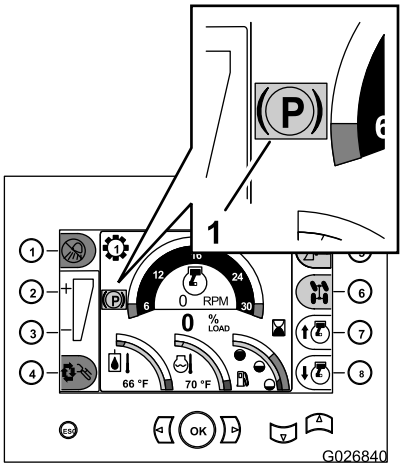

Figura 12
Nota: Aparecerá el indicador rojo del freno de estacionamiento en la pantalla del centro de control (Figura 12).
- Si usted para el motor sin poner el freno de estacionamiento, la máquina pondrá el freno de estacionamiento y aparecerá el indicador amarillo del freno de estacionamiento en la pantalla del centro de control (Figura 12).